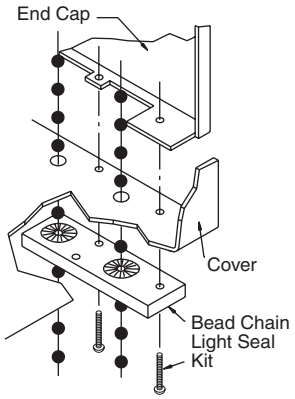

*Figure 13*
⑫ Re-attach cover to head box.
⑬ For bead-clutch operation, uncouple the chain at the connector so that the chain can be dropped through the two large holes in the bottom of the face cover that line up below the clutch. Hook cover top over top lip on top cover and swing down. Check alignment then snap on at end caps. If this is a pocket installation, re-attach bottom closure to pocket. Slide the length of the bottom cover into the slot on the head box, then push up and snap on at end caps. Attach at end caps using screws removed in step 3. For an electric or spring operated shade, proceed to step 15. For a bead clutch operated shade, the two ends of the bead chain can be threaded through the holes in the bead chain light seal and the light seal can be attached to the bottom of the cover box (see Figure 13).